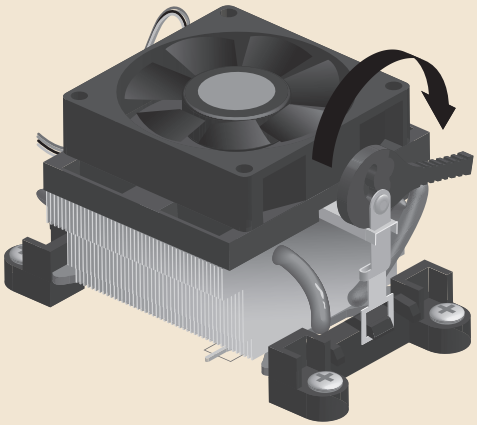

Figura 18.8: Mova a alavanca.
5. Com o clipe preso em ambos os lados, mova a alavanca totalmente para a direita, posição em que ela travará o cooler em seu local. Ver Figura 18.8.